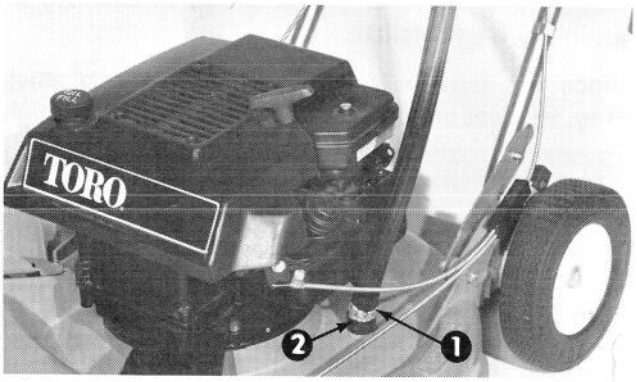

Figure 14
3. Start the engine. Insert end of hose, without nozzle, into wash-out port opening (Fig. 14).